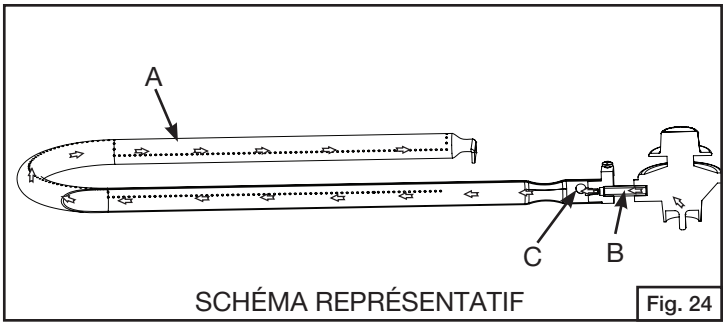

Fig. 24
2. Assurez-vous que le tube du brûleur [A] est correctement positionné sur la sortie du régulateur [B]. L'orifice [C] doit être à l'intérieur du diffuseur. (Fig. 24)